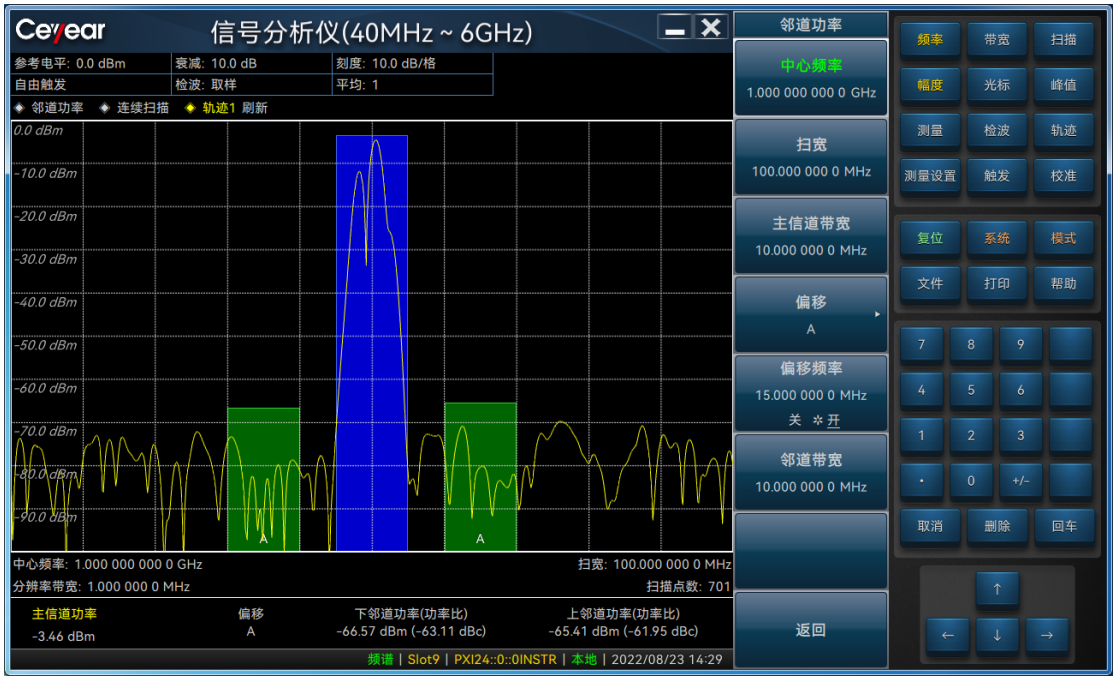

图 3.35 邻道功率测量结果
- 邻道功率测量结果显示如图 3.35 所示。偏移频率、邻道带宽等测量参数都采用默认设置。